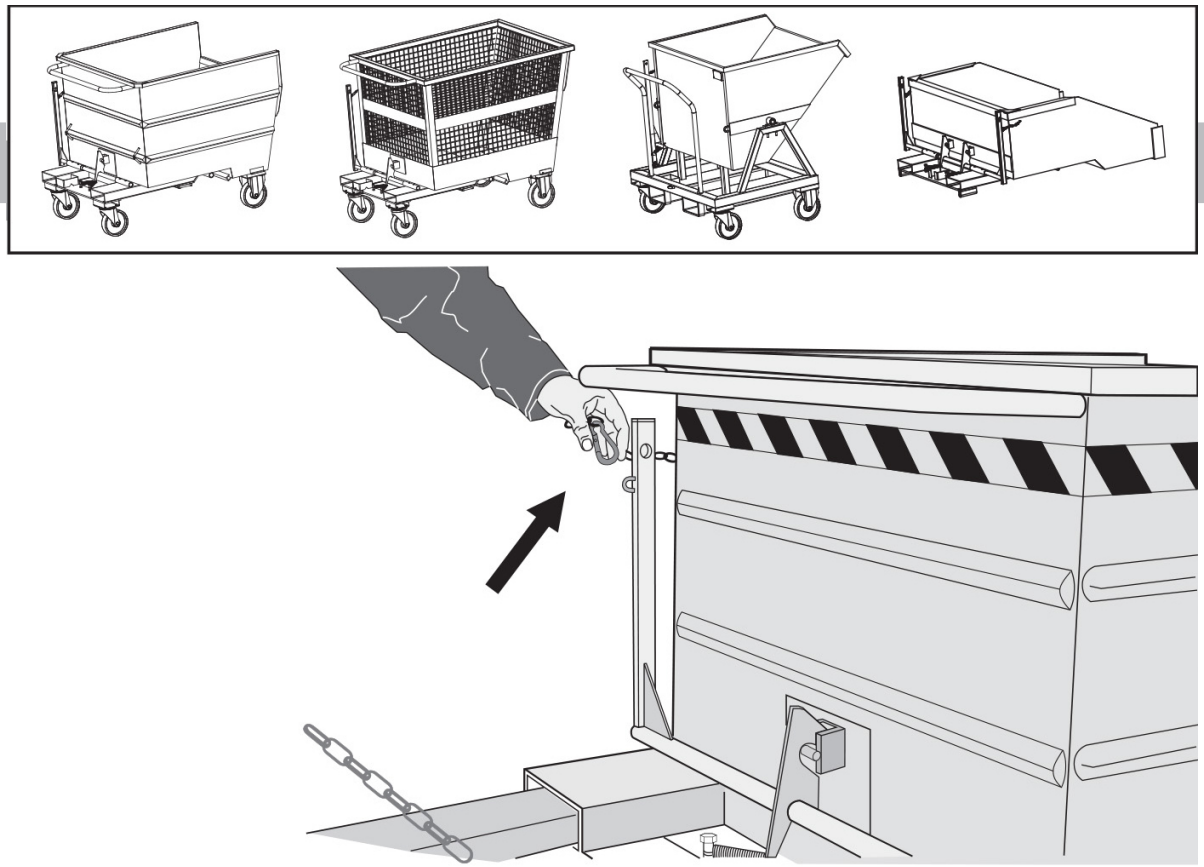

Abb.6.1.3 Die Sicherheitskette entfernen
• 6.1.4 Entfernen Sie den Sicherheitshaken vom Auslösehebel des Behälters (**Abb. 6.1.3**).
• 6.1.4 Remove the safety spring catch of the bin release lever (fig. 6.1.3).